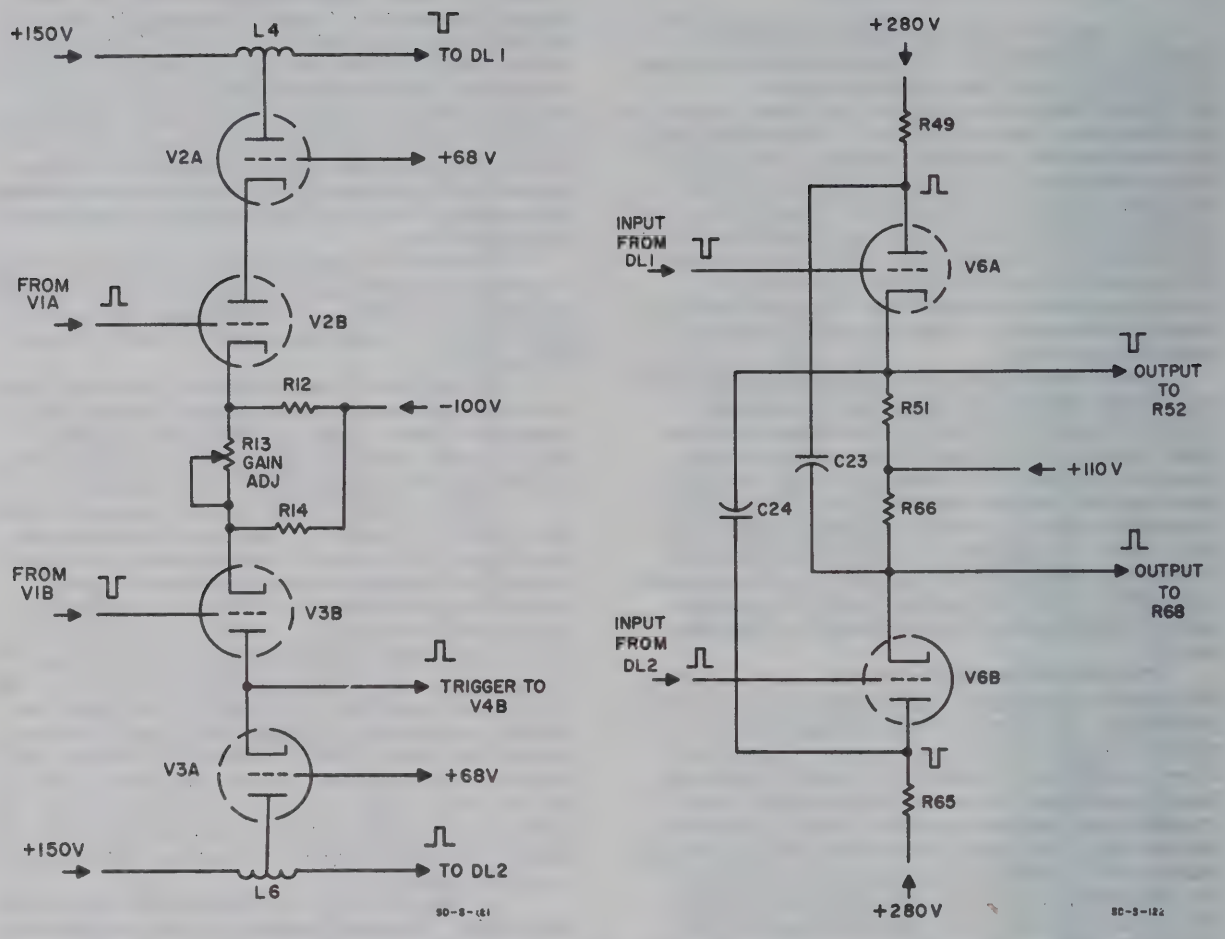

Figure 4-6. Cascode Amplifier/Simplified Schematic Diagram and Cross-Coupled Cathode Follower
The cascode amplifier is a two-stage amplifier with a conventional grid-coupled input and a grounded-grid output. It is used to obtain the high gain of a pentode and the low noise of a triode. Figure 4-6 shows a simplified schematic of the V2/V3 balanced cascode amplifier circuit. A positive input signal from the input cathode follower is fed to the control grid of V2B. The signal is amplified and the phase is shifted 180°. There is no additional phase shift in the grounded-grid section. The Gain Adj resistor, R13, in the cathode circuit adjusts the gain of the cascode amplifier and sets the overall gain of the main vertical amplifier.
Output amplifier A2 includes an input Cathode Follower V6, a Cascode Amplifier A11, A12, and A13 supplemented by a Constant Current Generator to permit DC coupling between the input and output stages. The Cross-Coupled Cathode Follower (shown in simplified form in figure 4-6) consists of tube V6A and B which provides a high input impedance load to the delay line and a low output impedance to drive the following cascode amplifier. To compensate for the tendency of the load to increase with frequency, the cathode followers are cross-coupled. Cross-coupling places the plate impedance of the opposite side in parallel with the cathode impedance of the first side, thus decreasing it. The cross-coupling capacitors C23 and C24 add this parallel impedance at the high frequencies only.
b. HORIZONTAL AMPLIFIER TROUBLE SHOOTING. Trouble symptoms in the horizontal amplifier fall into four classes: (1) the spot cannot be centered horizontally (DC unbalance); (2) high noise level (ripple or microphonics); (3) incorrect midband sensitivity; or (4) poor high-frequency response. Three separate trouble-shooting procedures are given for trouble shooting these problems in the trouble-shooting chart, figure 4-6. The procedure given for trouble shooting for DC unbalance should also be used in trouble shooting for excessive noise level. Before trouble shooting a problem of sensitivity, be sure that the DC balance and the CRT deflection sensitivity are satisfactory (CRT deflection sensitivity can be checked in response to vertical deflection, indicating that proper high-voltage power supply voltages are applied to the CRT). Since high-frequency response depends upon suitable balance and midband sensitivity, the procedure for trouble shooting high-frequency response is presented last in table 4-6, and presumes that the balance and midband sensitivity are properly set. The trouble-shooting techniques upon which the step-by-step procedure of table 4-6 is based are discussed further below. Voltage measurements at test points are shown on both the servicing block diagram (figure 4-9) and the schematic diagram (figure 5-41).